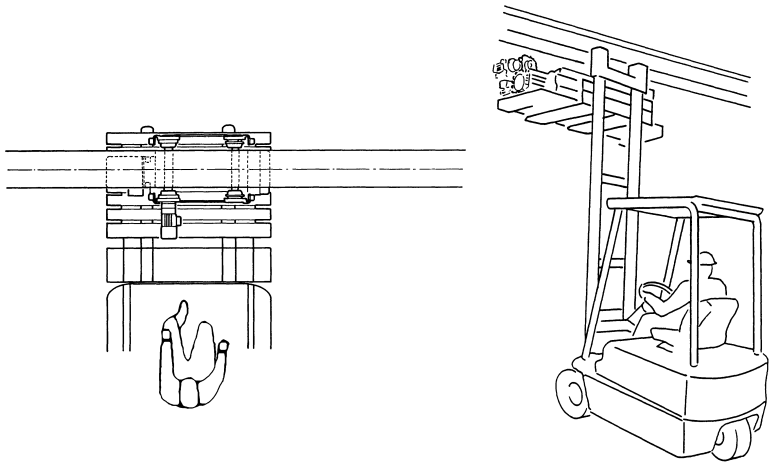

Figure 3-5 Trolley Secured to Pallet/skid for Installation
⚠ WARNING When installing the trolley hoist on a beam, ALWAYS raise the hoist into position with the trolley assembled together and securely attached to a pallet/skid. Raise the trolley hoist with a forklift, lifting platform, or other similar means. NEVER use slings to raise and install the trolley hoist onto the beam. Using a forklift or another suitable means, position the pallet/skid so that the horizontal axis of the beam is parallel to the horizontal axis of the trolley hoist as shown in **Figure 3-5**.
2) Install any additional devices, if any (power supply cords or pendants, for instance – see **Section 3.7**) onto the trolley hoist. If the trolley hoist is not secured to a pallet, place and secure it to one making sure that the trolley hoist is completely stable as shown in **Figure 3-5**.